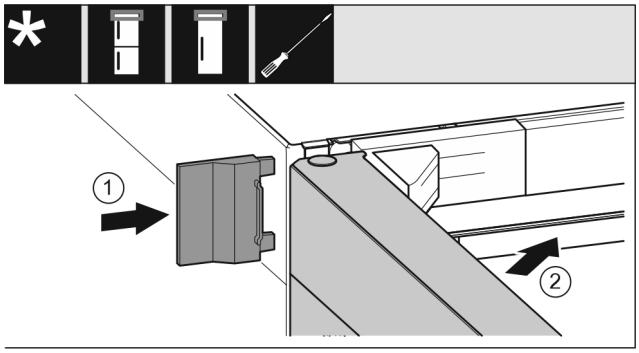

Fig. 23
▶ Push the outer cover *Fig. 23 (1)* on.
▶ Close the upper door *Fig. 23 (2)*.